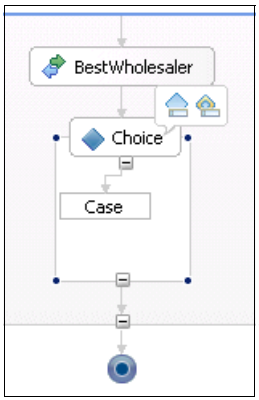

Figure 13-43 PlaceOrderProcess with the Has Best Wholesaler been found? choice
2. Click the **arrow** after the BestWholesaler invoke inside the Place Order Process Scope. Figure 13-43 shows how the process looks now.